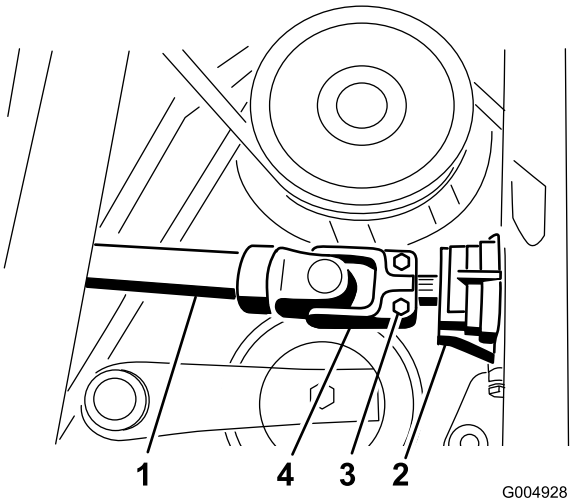

**Rysunek 35**
8. Wymontuj kołek sprężysty i zsuń wał napędowy z wałka skrzyni przekładniowej (Rysunek 35).